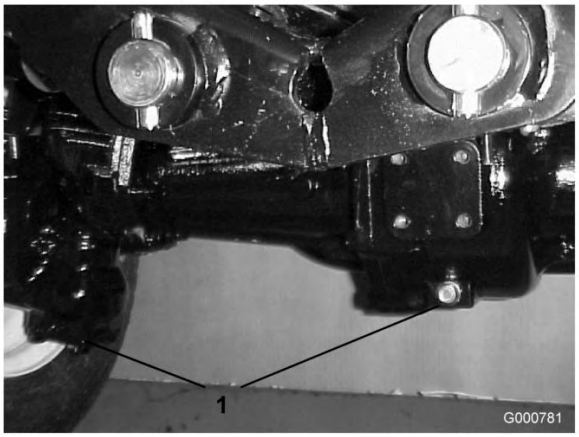

Figura 68
2. Limpe a zona em redor dos (3) tampões de escoamento, (1) em cada extremidade e (1) no centro (Figura 68).